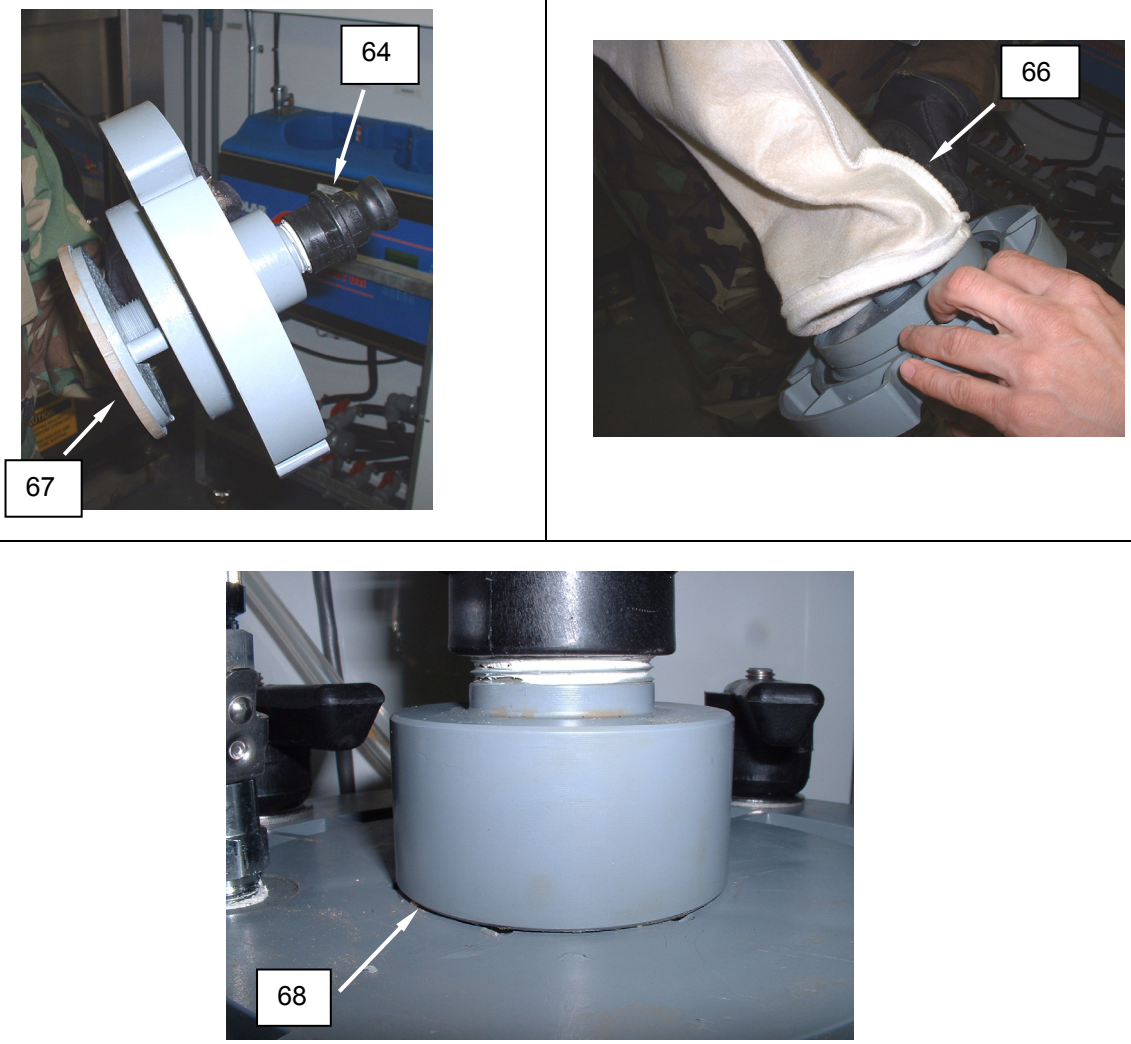

Figure 20. Install the F-1A and F-1B Filter Elements (Socks).
5. Loosen the QD male fitting **(Figure 20, item 64)** enough to install the filter sock **(Figure 20, item 66)** to the filter retainer plate **(Figure 20, item 67)**.
6. Fit the filter sock **(Figure 20, item 66)** to the filter retainer plate **(Figure 20, item 67)** so the grooved edge (flange) lays against the filter. Ensure the seam of the bag opening is thoroughly captured by the filter retainer.
7. Tighten the filter retainer plate **(Figure 20, item 67)** hand tight using the QD male fitting **(Figure 20, item 64)**.
8. Ensure O-ring **(Figure 20, item 68)** is seated correctly and lubricate as needed.
9. Wet the filter sock **(Figure 20, item 66)** thoroughly with clean source water.